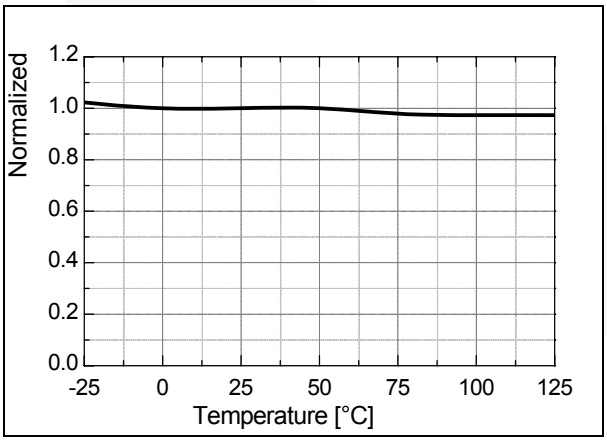

Figure 23. Burst-Mode Low Threshold Voltage (V_{burl}) vs. T_A
2. Feedback Control: FPS employs current-mode control, as shown in Figure 23. An opto-coupler (such as the FOD817A) and shunt regulator (such as the KA431) are typically used to implement the feedback network. Comparing the feedback voltage with the voltage across the R_{sense} resistor makes it possible to control the switching duty cycle. When the reference pin voltage of the shunt regulator exceeds the internal reference voltage of 2.5V, the opto-coupler LED current increases, pulling down the feedback voltage and reducing the duty cycle. This typically happens when the input voltage is increased or the output load is decreased.
2.1 Pulse-by-Pulse Current Limit: Because current-mode control is employed, the peak current through the SenseFET is limited by the inverting input of PWM comparator (V_{FB}*), as shown in Figure 23. Assuming that the 0.9mA current source flows only through the internal resistor (3R + R = 2.8k), the cathode voltage of diode D2 is about 2.5V. Since D1 is blocked when the feedback voltage (V_{FB}) exceeds 2.5V, the maximum voltage of the cathode of D2 is clamped at this voltage, clamping V_{FB}*. Therefore, the peak value of the current through the SenseFET is limited.